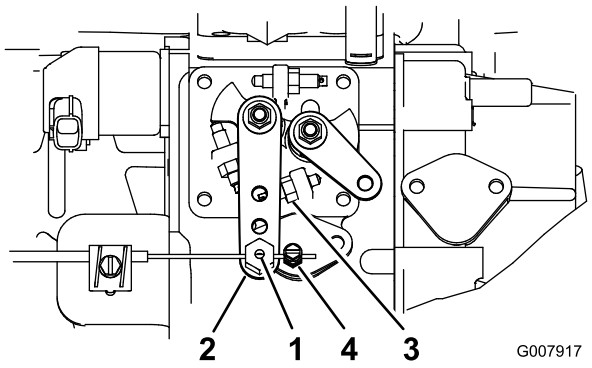

Figur 42
2. Lossa gasvajerns kontaktdon på gasvajern bredvid reglaget på insprutningspumpen (Figur 42).
3. Håll insprutningspumpens reglagearm mot det höga tomgångsstoppet (Figur 42).